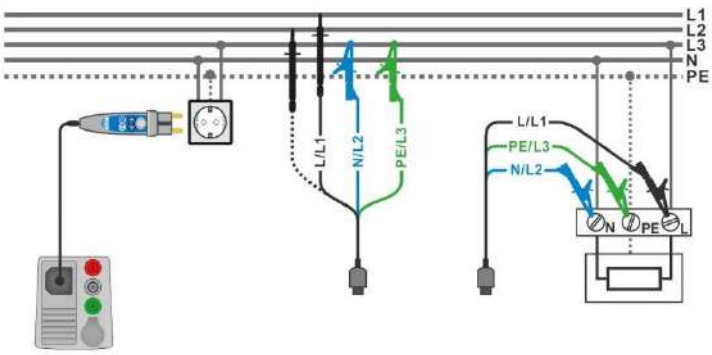

Figure 7.135: AUTO TN measurement
- Connect 3-wire test lead or Plug commander to the object under test, see ***Figure 7.135***.